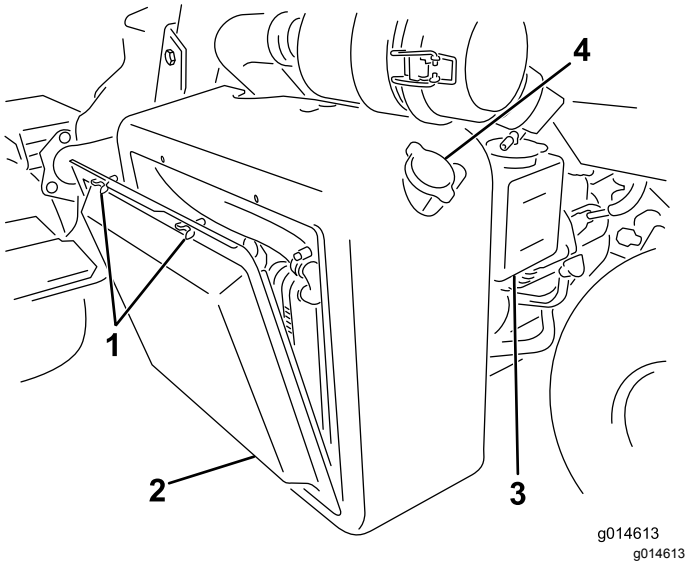

Rysunek 52
1. Zdejmij osłonę chłodnicy (Rysunek 52).